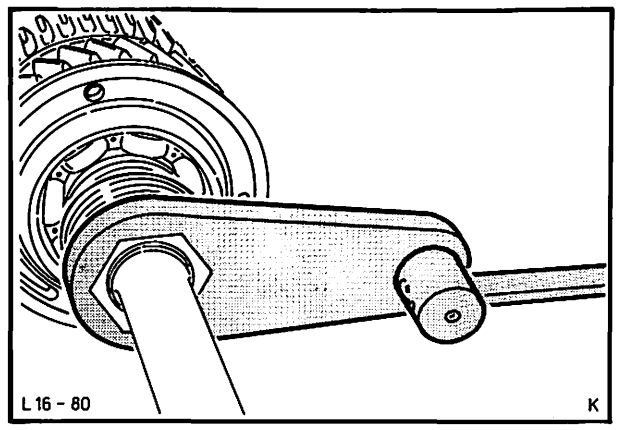

Abb. 103 Mutter mit Spezialwerkzeug 16-027 auf Drehmoment anziehen
31. Arretierkugel einsetzen und Tachoschnecke aufschieben. Sicherungsblech mit den beiden Nasen in die Aussparung – Tachoschnecke einsetzen. Mutter mit Spezialwerkzeug 16-027 auf das vorgeschriebene Drehmoment festziehen und sichern, Abb. 103.